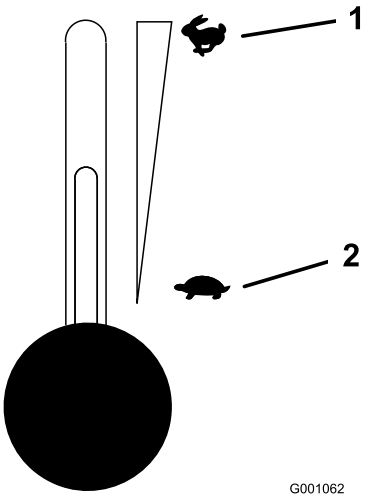

Figuur 13
5. Zet de gashendel in de middelste stand (Figuur 13).
2. Zet de gashendel halverwege tussen Langzaam en Snel (Figuur 13).